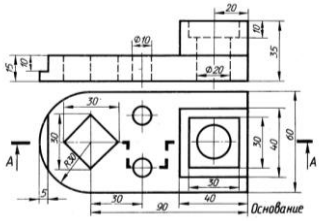

Рисунок 6 – Деталь «основание»
13. Выполнить изображения главного вида и вида сверху детали «основание» (рисунок 6). Построить изображение сложного ступенчатого разреза А-А по данной секущей плоскости. Нанести размеры и сделать обозначения.